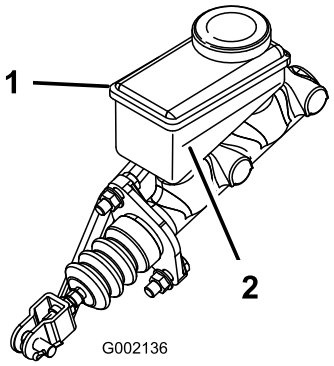

Figure 49
2. Look at the outline of the fluid level at the side of the reservoir (Figure 49).
B. Add DOT 3 brake fluid to the reservoir until the fluid level is above the Minimum line (Figure 49).